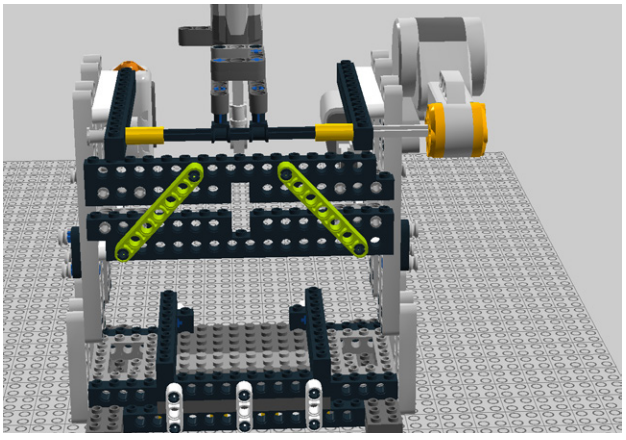

Figure 5-71. *Step 64: Adding support beams*
64. Now you'll add some 7M beams for support as shown in Figure 5-71.